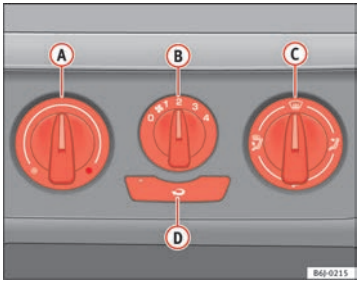

Fig. 87 Mandos de la calefacción en el tablero de instrumentos
– Gire el regulador de temperatura ⇒ fig. 87 (A) hacia la izquierda.
– Coloque el mando del ventilador (B) en uno de los niveles 1-4.
– Dirija la corriente de aire con el mando regulador de la distribución de aire (C) hacia la zona que desee.
– Gire el regulador de la temperatura ⇒ fig. 87 (A) hacia la derecha hasta alcanzar el grado de calefacción deseado.
– Gire el regulador de la temperatura ⇒ fig. 87 (A) hacia la derecha hasta el nivel máximo de calefacción.
– Gire el mando del ventilador (B) hasta el nivel 4.
– Cierre el difusor (3).
– Abra y oriente el difusor (4) hacia las ventanas laterales ▶
- Gire el regulador de temperatura ⇒ página 125, fig. 87 (A) hacia la zona de calefacción.
- Coloque el mando del ventilador (B) en uno de los niveles 2-3.
- Cierre los difusores (3).
- Abra y oriente los difusores (4) hacia las ventanas laterales.